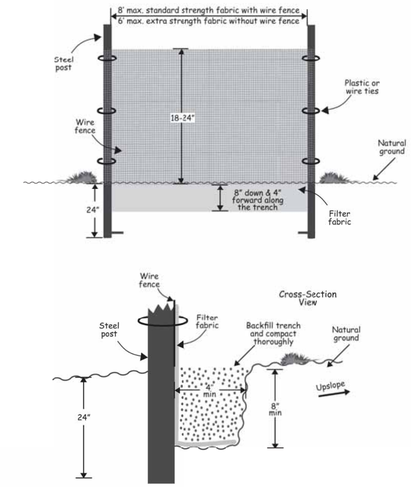

Figure 6.62a Installation detail of a sediment fence.
7. Excavate a trench approximately 4 inches wide and 8 inches deep along the proposed line of posts and uplope from the barrier (Figure 6.62a)